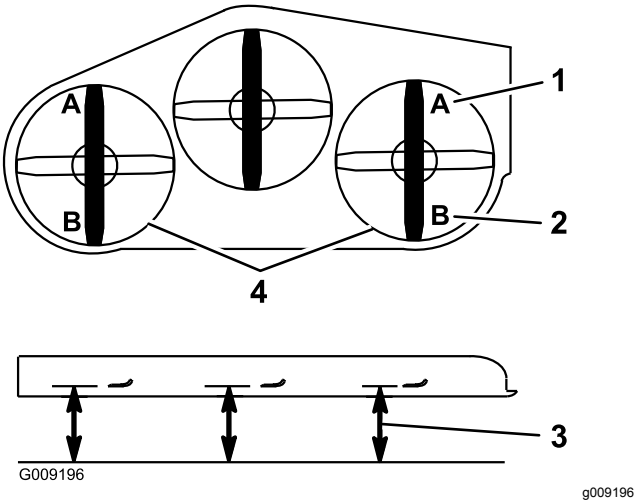

Figuur 94
9. Meet aan beide zijden van het maaidek vanaf het horizontale oppervlak tot de voorste punt van het maaimes (punt A); zie Figuur 94.
16. Meet aan beide zijden van het maaidek vanaf het horizontale oppervlak tot de achterste punt van het maaimes (punt B); zie Figuur 94.